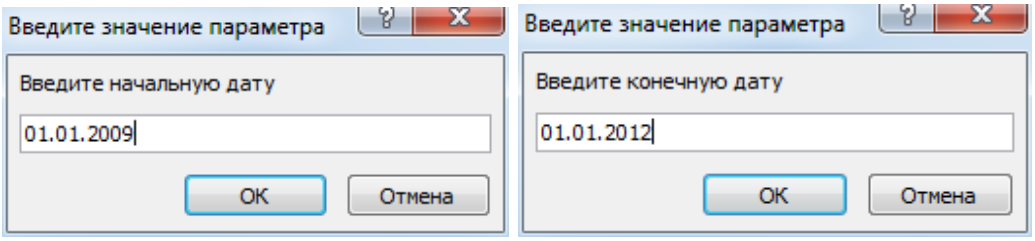

Рис. 4.11. Окна для ввода значений параметров
6. Для просмотра результата на вкладке *Конструктор* нажимается кнопка . При вызове запроса на экране последовательно появятся два окна для ввода начальной и конечной даты диапазона (рис. 4.11).